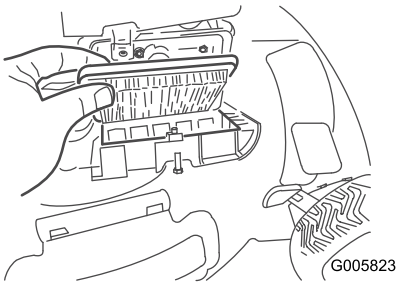

Figuur 20
2. Vervang het luchtfilter (Figuur 20).